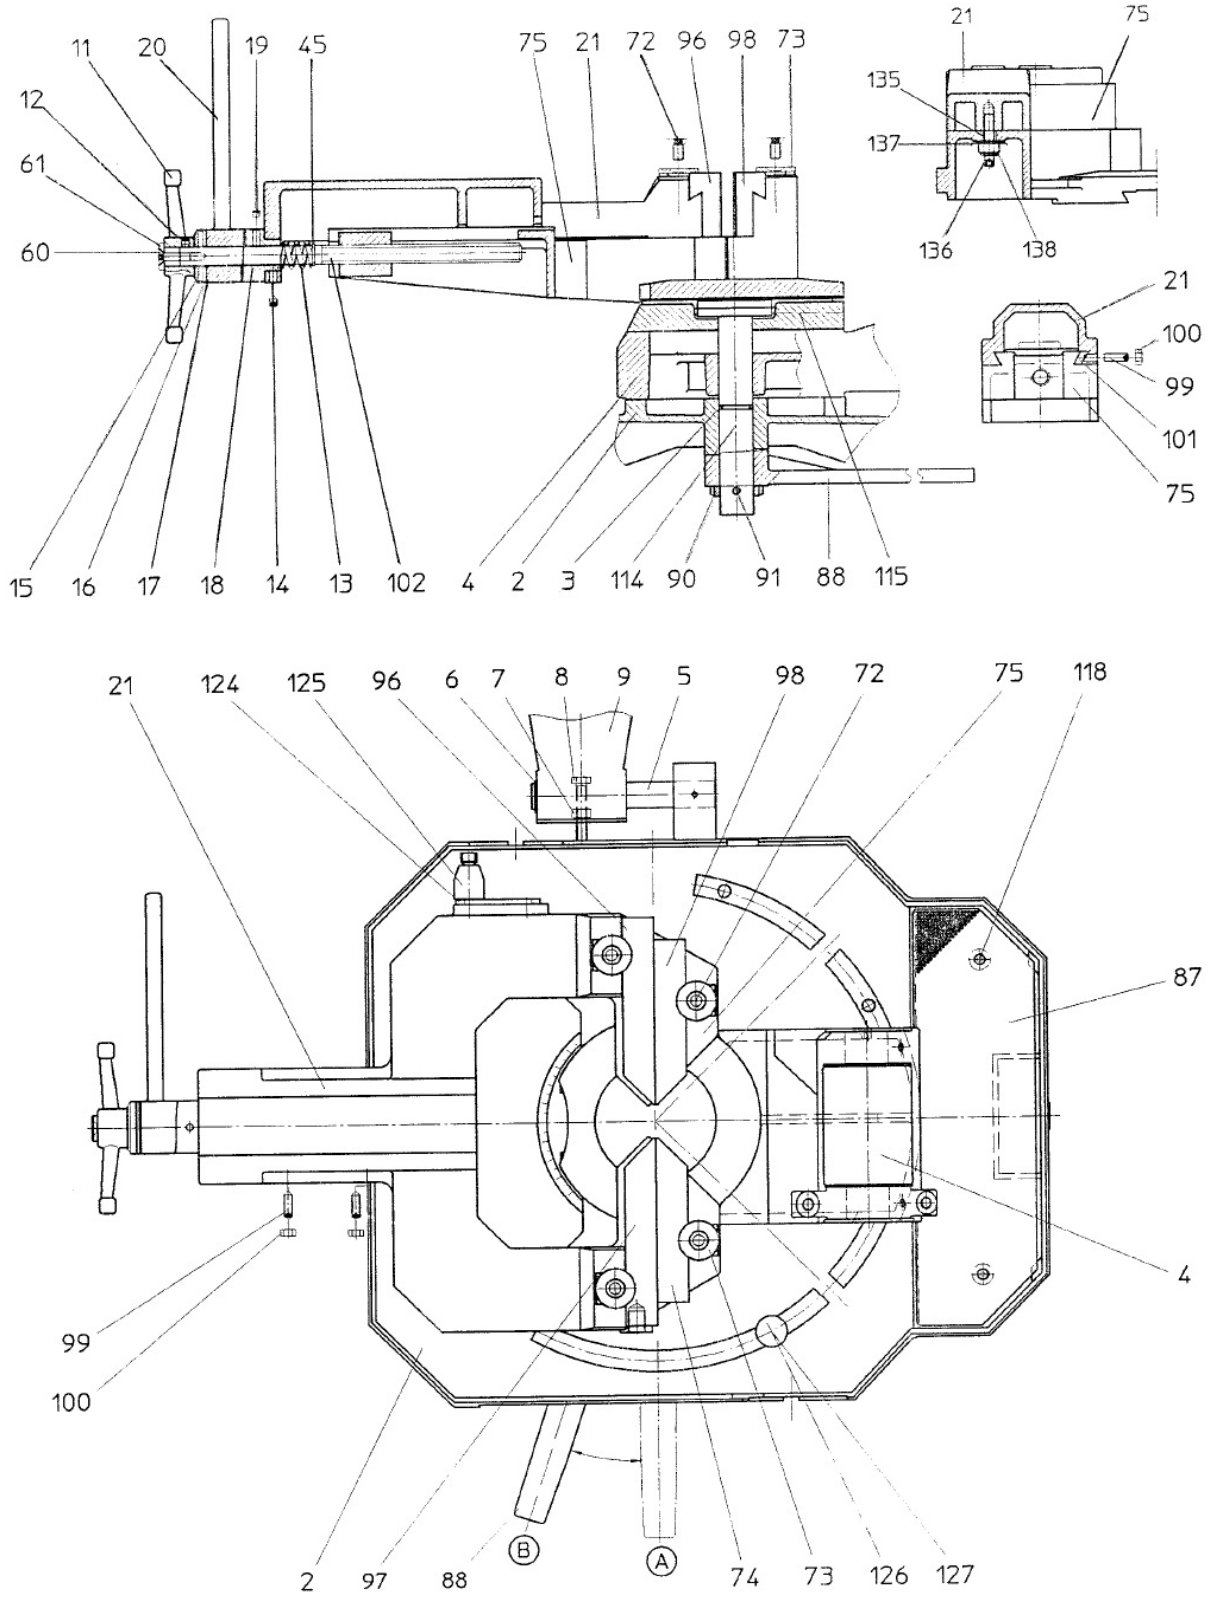

Abb. 15: Ersatzteilzeichnung 4 - MKS 350 / MKS 351
Schritt 1: Die Spannbacke [Abb. 15, 21] abmontieren, den Spannstock [Abb. 15, 75] komplett entnehmen, in dem man das Handrad [Abb. 15, 11] dreht.
Schritt 2: Die Schraubstock-Führungen [Abb. 15, 75, 21 und 101] schmieren und einen Tropfen Öl in den Schmierpunkt [Abb. 15, 19] hinter dem Handrad gießen.
Schritt 3: Bei Bedarf das Spiel der Schraubstockbacke auf den Führungen mit dem Stift [Abb. 15, 99] justieren. dazu zuvor die Feststellmutter [Abb. 15, 100] lockern und anschließend wieder festziehen.
Schritt 2: Die Schrauben [Abb. 15, 118] lösen und die Abdeckung [Abb. 15, 87] abnehmen.
Schritt 1: Feststellhebel [Abb. 15, 88] lösen und den Drehtisch auf Leichtgängigkeit prüfen. Bei Bedarf kann das Spiel durch Lösen der Feststellschraube [Abb. 15, 91] und Nachstellen der Einstellmutter [Abb. 15, 90] justiert werden.
Schritt 2: Feststellschraube [Abb. 15, 91] festziehen und den Drehtisch mit dem Feststellhebel arretieren.